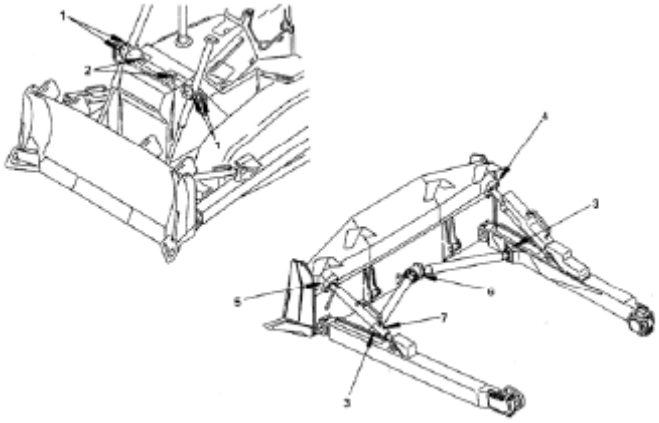

Рис.4-8
(1) Опустите рабочее оборудование на землю и затем остановите двигатель.
(2) Поверните ключ зажигания в положение ON. Вытяните кнопку автоматической смазки (Рис.4.8).
(3) Переключите переключатель напряжения автоматической смазки в позицию автоматической смазки.
(4) После введения смазки в смазочные точки, вытрите вытекшую старую смазку.